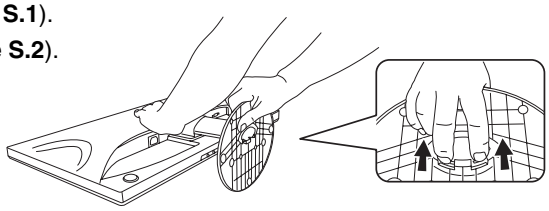

Figure S.1
3. Remove stand base. Move up tabs and take off the stand base (**Figure S.1**).
3. Move up tabs and take off the stand base (**Figure S.1**). The monitor can now be mounted using an alternate method. Reverse process to reattach stand.